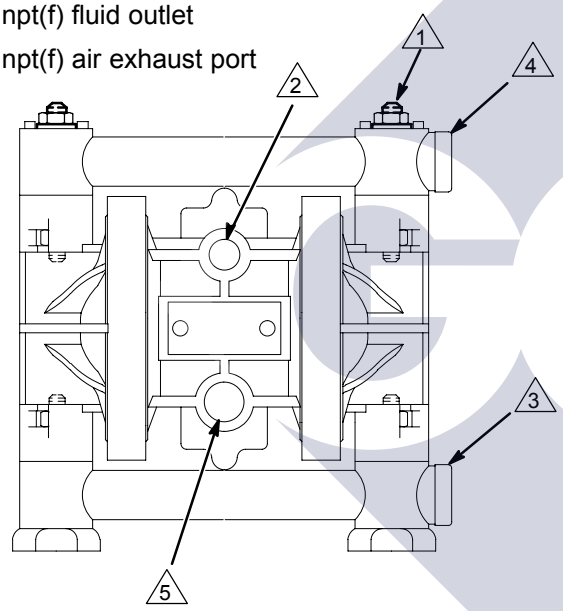

Fig. 2
b. Locate one bleed-type master air valve (B) close to the pump and use it to relieve trapped air. See the **WARNING** above. Locate the other master air valve (E) upstream from all air line accessories and use it to isolate them during cleaning and repair.
c. The air line filter (F) removes harmful dirt and moisture from the compressed air supply.
2. Install an electrically conductive, flexible air hose (C) between the accessories and the 1/4 npt(f) pump air inlet (see Fig. 2). Use a minimum 1/4" (6.3 mm) ID air hose. Screw an air line quick disconnect coupler (D) onto the end of the air hose (C), and screw the mating fitting into the pump air inlet snugly. Do not connect the coupler (D) to the fitting yet.
- The pump fluid inlet is 3/8 npt(f). See Fig. 2. Screw the fluid fitting into the pump inlet snugly. Use a compatible liquid thread sealant or PTFE tape on connections to prevent air from getting into material line.
- Use electrically conductive fluid hoses (N). The pump fluid outlet is 3/8 npt(f). See Fig. 2. Screw the fluid fitting into the pump outlet snugly.
The pump is shipped with the fluid inlet and outlet ports facing the same direction. See Fig. 2. If desired, the direction of one or both ports can be changed. Remove the manifold(s) from the pump as explained in steps 1, 2, and 4 on page 21. Reattach with the port facing the desired direction. See **Torque Sequence**, page 32. ***Do not over-torque.***